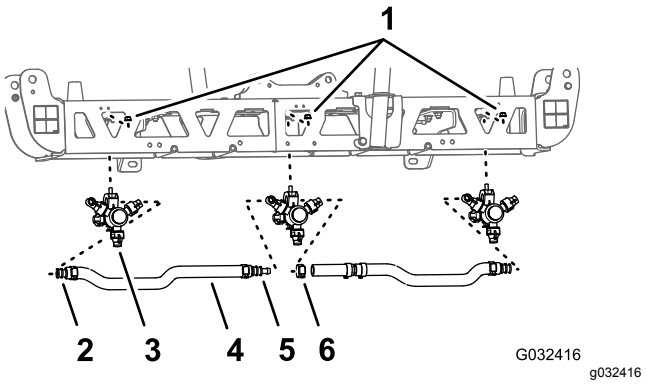
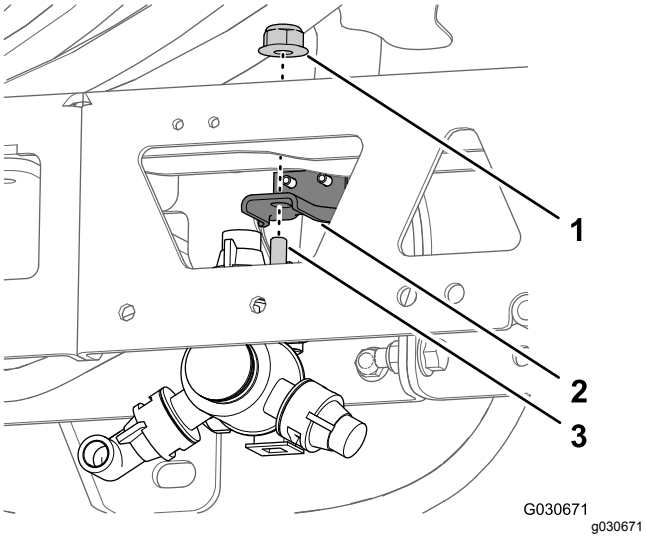

Figur 70
Figur 71
1. Ta bort flänslåsmuttern som fäster sprutmunstycket på munstycksfästet vid centersprutrampssektionen (Figur 70 och Figur 71).
3. Ta bort munstycket från centersprutrampssektionen (Figur 70 och Figur 71).
5. Ta bort slangarna (3/4 tums innerdiameter), slangskaften med hulling, klämmorna och T-kopplingen med hulling från centersprutrampssektionen (Figur 70).